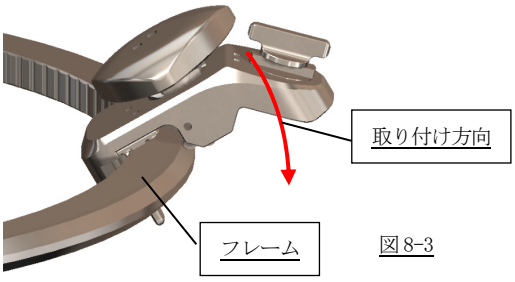

図 8-3
(1)-3 レトラクタースライドアジャスターⅡをフレームに被せて取り付けてください。(図 8-3)